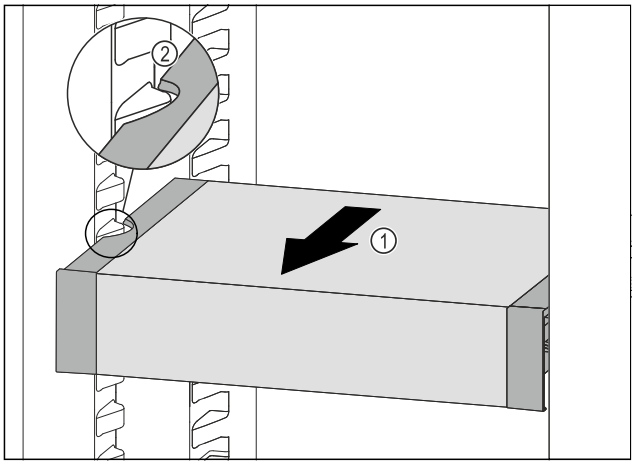

Fig. 130
▶ Pull VarioSafe forward *Fig. 130 (1)* until the recesses in the side of the VarioSafe are at the level of the support rib in the refrigerator compartment. *Fig. 130 (2)*